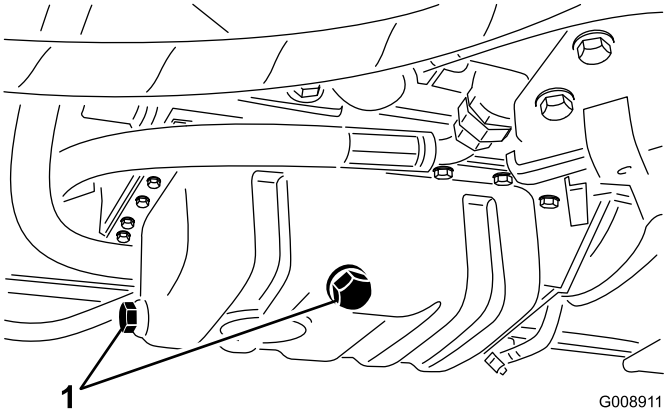

**Figur 47**
1. Ta bort någon av avtappningspluggarna (Figur 47) och låt oljan rinna ned i ett kärl. Sätt på avtappningspluggen igen när oljan har slutat att rinna.